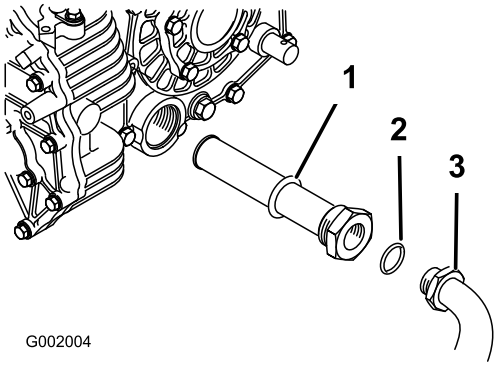

Figur 39
5. Fjern den hydrauliske slangen og 90°-vinkelrøret (Figur 39).